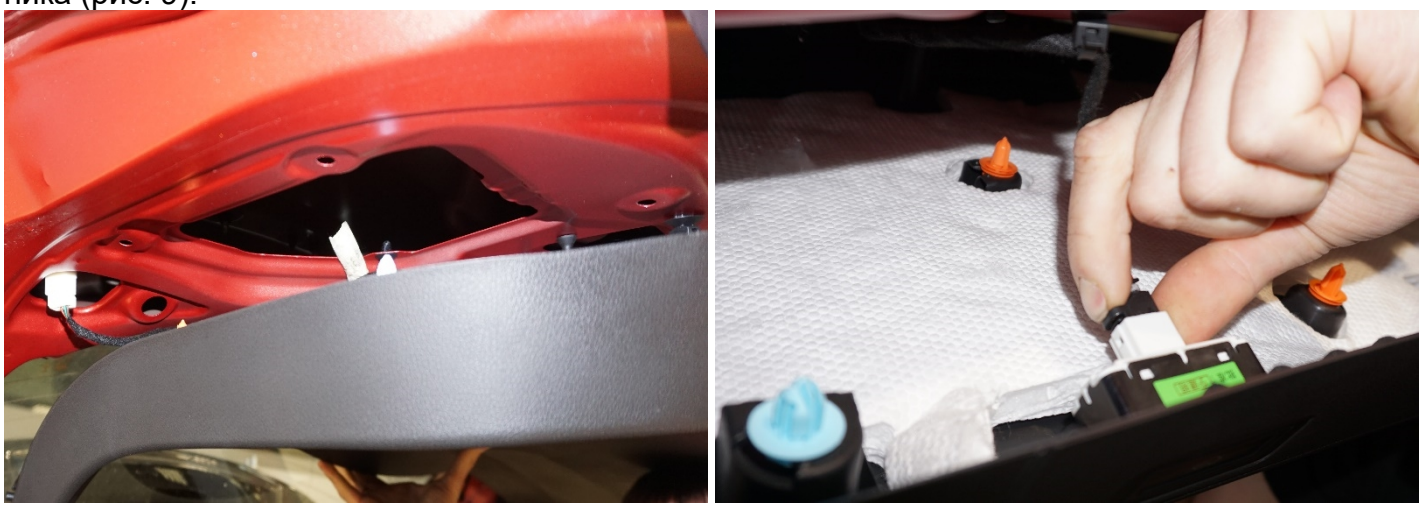

Рисунок 9 – Расположение разъема кнопки открывания багажника
7. Снять обивку двери багажного отделения → отсоединить разъем кнопки открывания багажника (рис. 9).